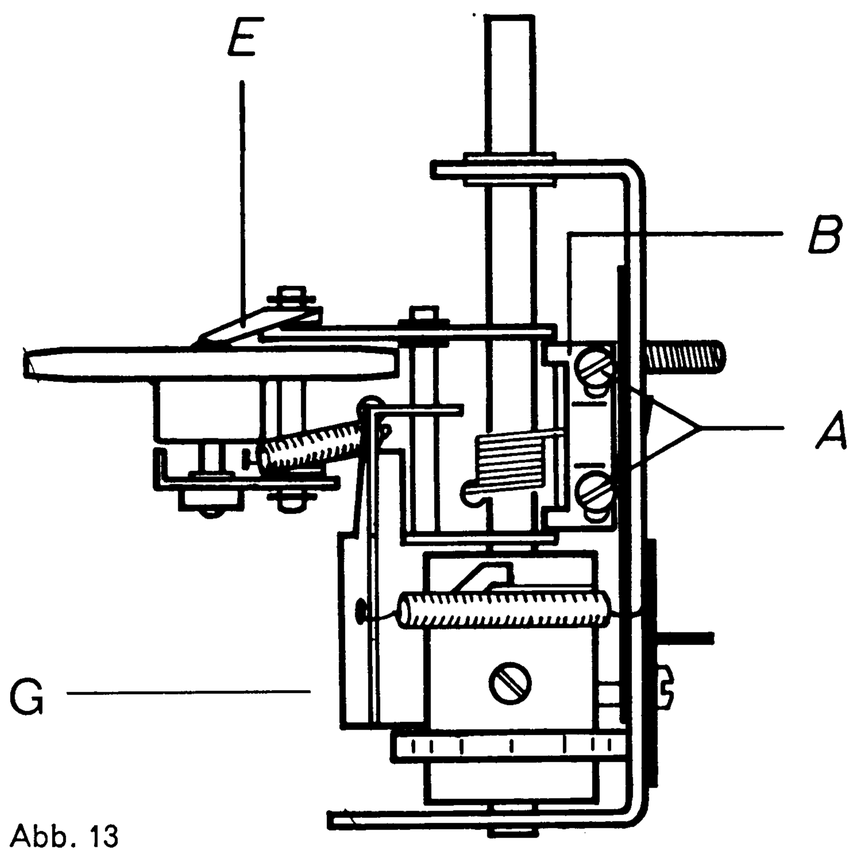
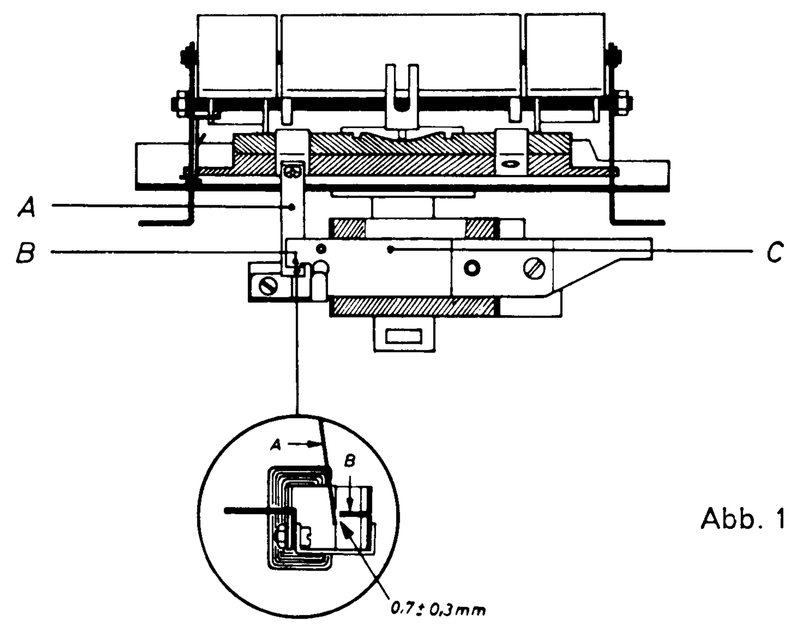

Abb. 13
Abb. 16
8.2 Einstellung des Reibrades (siehe Abb. 13 und 14)
der Geschwindigkeitswähler ist auf Stellung 19,05 cm/s zu schalten. Nach Lockern der Schrauben (A) (siehe Abb. 13) wird die Brücke (B) so eingestellt, daß das Reibrad die Bedingungen unter Abs. 8.1 erfüllt.
9.2 Einstellung (siehe Abb. 13 und 16)
Die Einstellung erfolgt durch Biegen des Mitnehmerhebels (A). In der Betriebsstellung „Start", „Vorlauf" bzw. „Rücklauf" darf die Betätigungsnase (B) des Ankers (C) nicht am Mitnehmerhebel (A) anliegen. (Zwischenraum 0,7 mm ± 0,3 mm; siehe Abb. 16 im Kreis.) Außerdem muß die Kontaktfeder, welche sich unter dem Netzschalter befindet, so justiert sein, daß sie in der Stellung „0" des Geschwindigkeitsumschalters durch die Falle (G) (siehe Abb. 13) mit Masse verbunden wird.